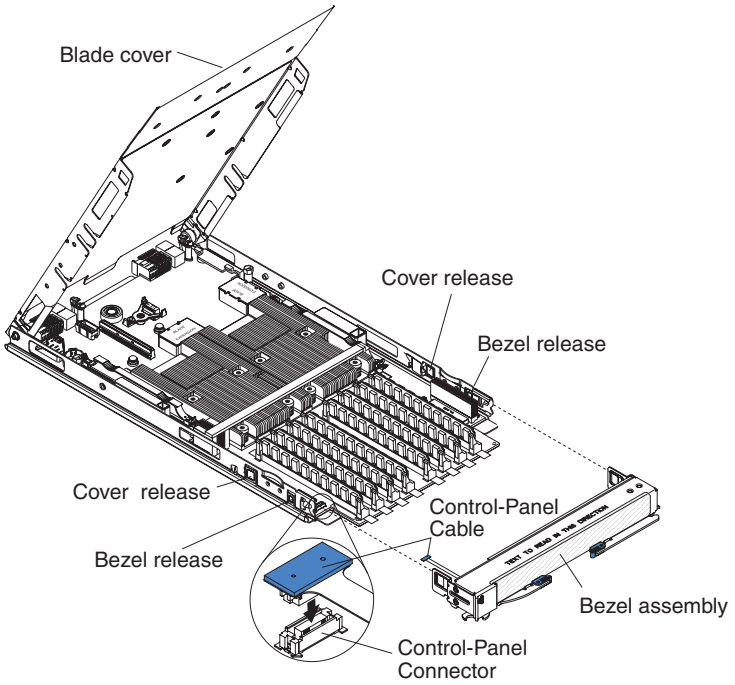

Figure 11. Removing the front bezel assembly
4. Carefully disconnect the control panel cable from the control panel connector (see Figure 11).